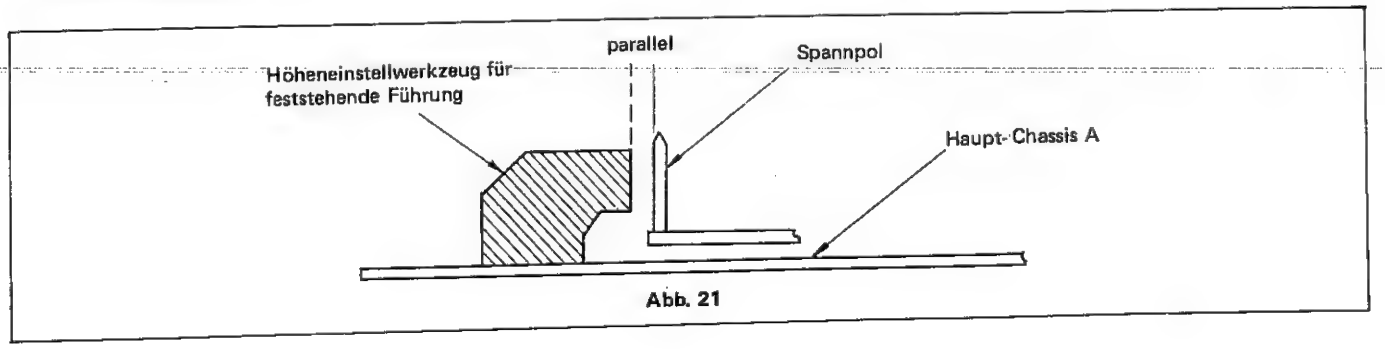

Abb. 21
2. Das Höheneinstellwerkzeug für die feststehende Führung wie in Abb. 21 gezeigt anbringen.